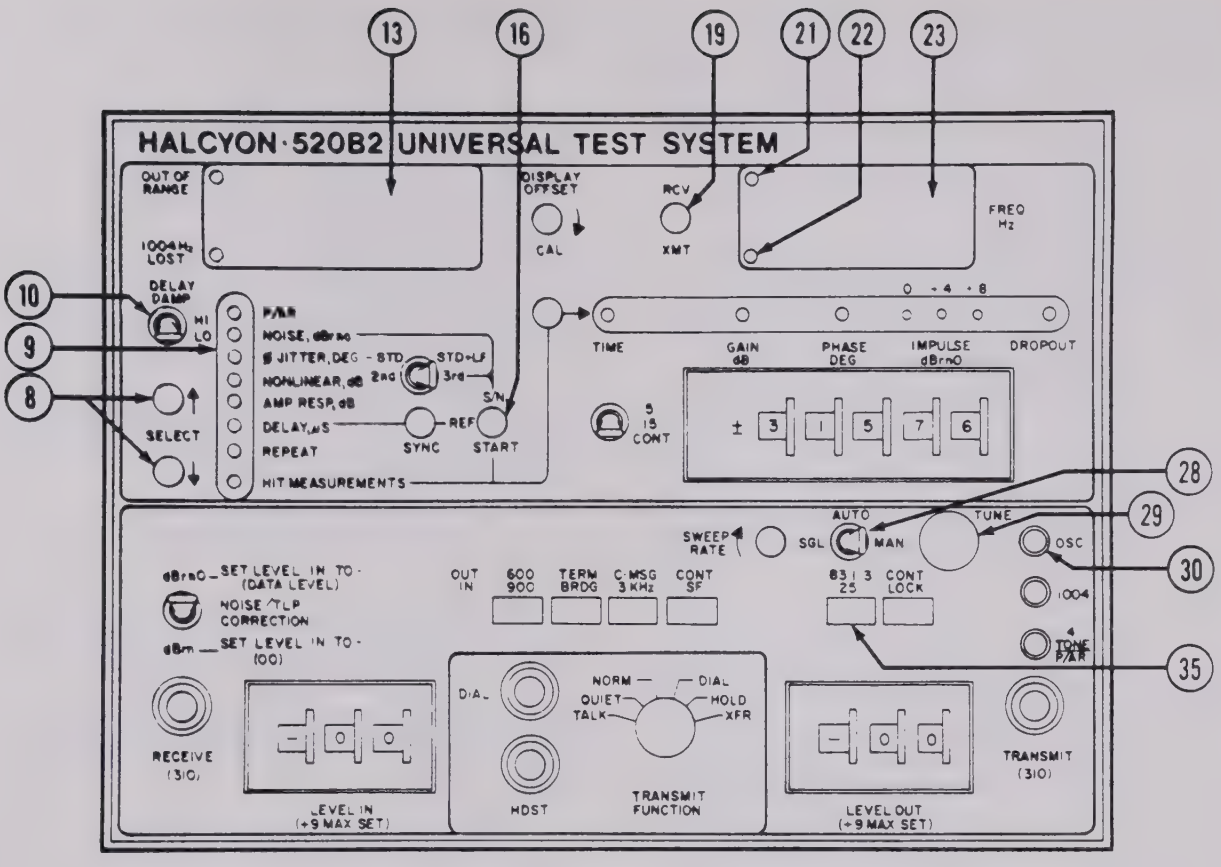

Figure 3-13. Delay Distortion Measurement Controls
(1) Loop Measurements. (See figure 3-13.) Procedures for loop measurements are as follows:
(2) Near-End to Far-End Measurements, 4-Wire Circuit (Far End in Repeat Mode). (See figure 3-13.) Procedures for testing the forward line from the near-end unit are identical to the requirements for loop tests; see paragraph 3-5c(1). The far-end equipment (in Repeat mode) must have the output level properly adjusted to -13 dBm0 and typically have its oscillator set to a frequency of 1204 Hz. Before the actual delay tests are started, the near-end operator should verify that the level of the 1204-Hz return signal is within allowable range.
(3) Far-End to Near-End Measurements, 4-Wire Circuit (Far-End in Repeat Mode). (See figure 3-13.) Procedures for this mode are as follows: